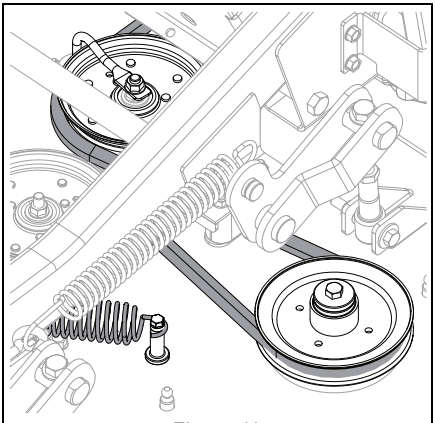

Figure 49
4. Reinstall idler spring hook around anchor bolt to apply tension to belt. See Figure 49.